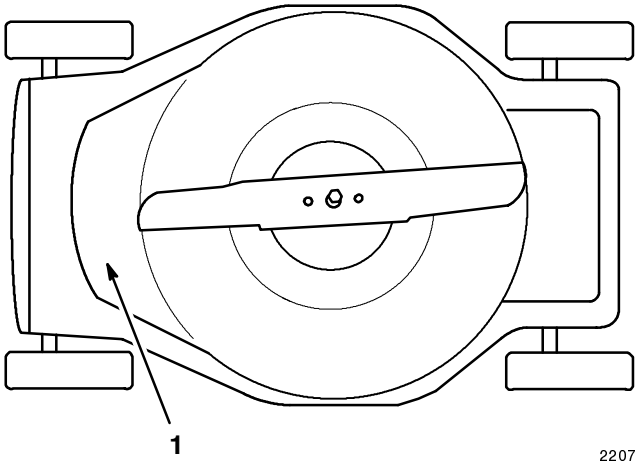

Abbildung 20
- Die Unterseite des Rasenmähergehäuses reinigen. Besonders darauf achten, daß der vordere Hohlraum von Fremdkörpern frei gehalten wird (Abb. 20). Schmutz und Grasreste mit einem Hartholzschaber entfernen. Grate und scharfe Kanten vermeiden.
2. Den Rasenmäher auf die Seite kippen (Abb. 20).